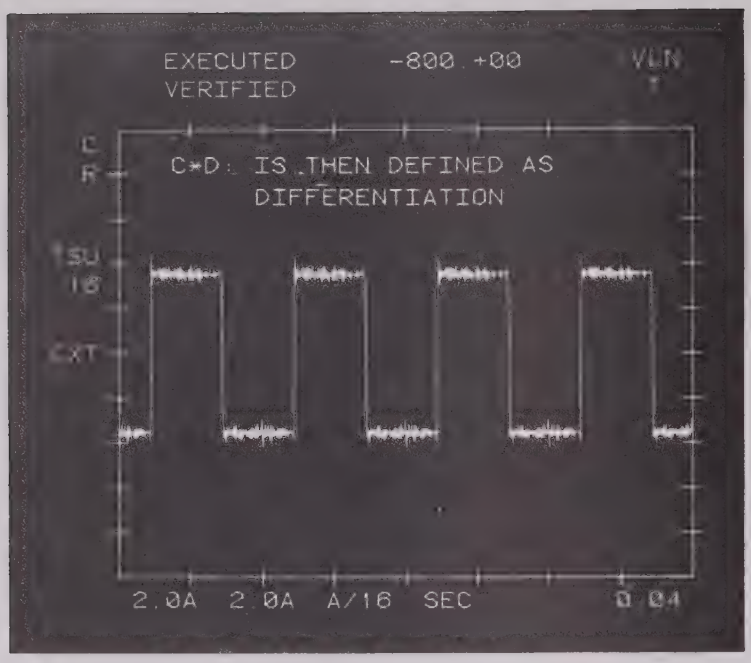

FIGURE C-3.
22. Depress IFFT : Refer to Figure C-3 (Pulse).